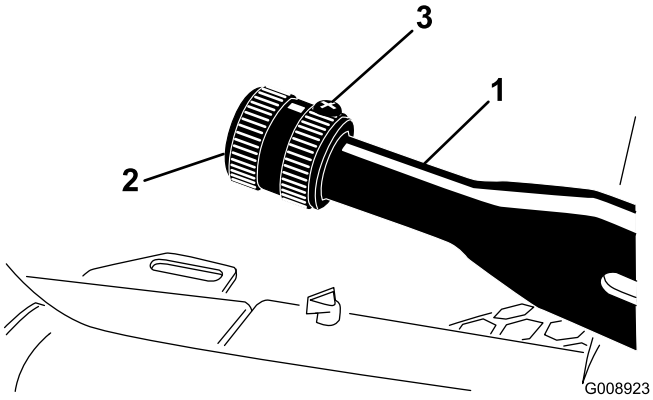

Figuur 68
1. Draai de stelschroef los waarmee de knop is bevestigd aan de parkeerremhendel (Figuur 68).